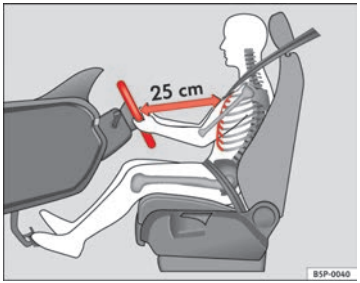

**Fig. 1 The correct distance between driver and steering wheel**
– Adjust the steering wheel so that there is a distance of at least 25 cm between the steering wheel and the centre of your chest ⇒ Fig. 1.
- **Adjust the driver seat so that there is at least 25 cm distance between the centre of the chest and the centre of the steering wheel ⇒ Fig. 1. If you are sitting closer than 25 cm, the airbag system cannot protect you properly.**